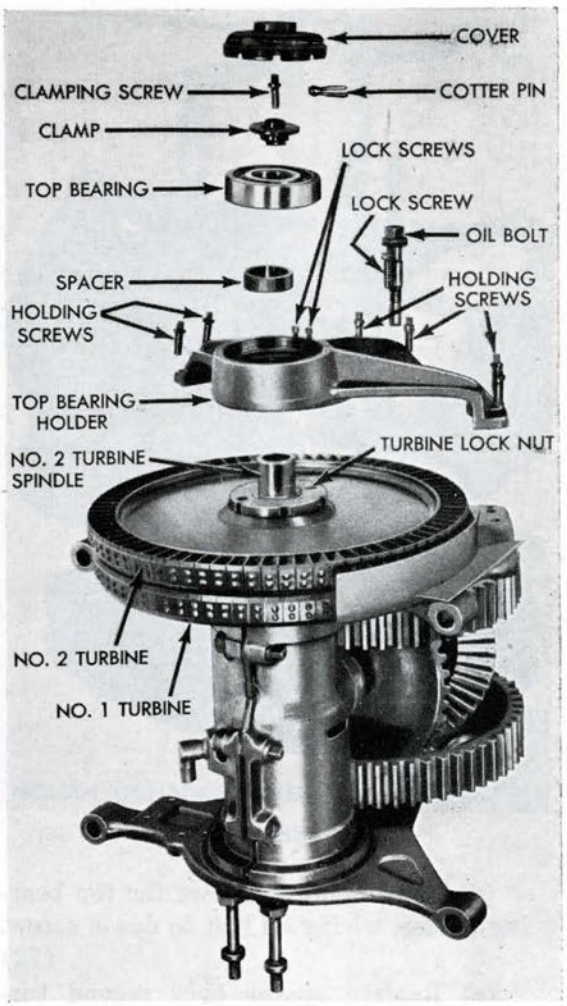

Figure 213
48. Install top bearing holder and top bearing (Fig. 213):